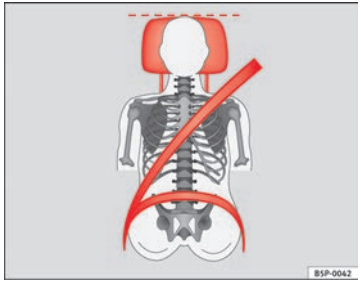
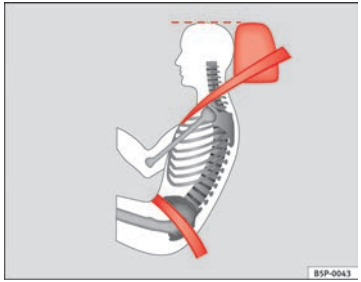

Fig. 68 Front view: head restraints and seat belts correctly adjusted
Fig. 69 Side view: head restraints and seat belts correctly adjusted
– Adjust the head restraint so that the top is at the same level as the top of your head or as close as possible to the same level as the top of your head, at least at eye level ⇒ Fig. 68 and ⇒ Fig. 69.